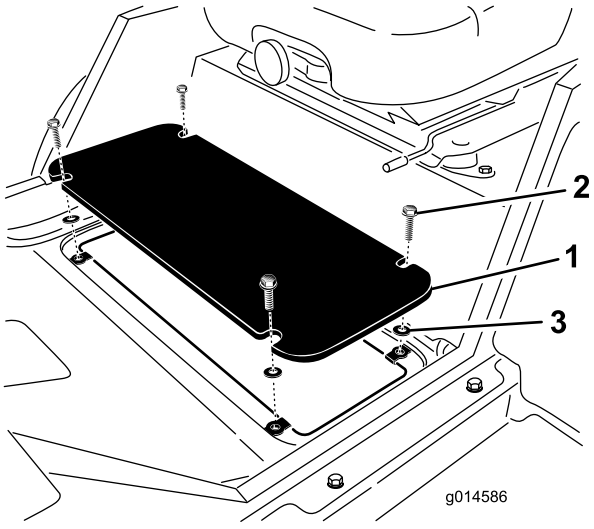

Figure 7
1. Retirez les (4) boulons qui fixent le panneau de plancher au cadre (Figure 7).